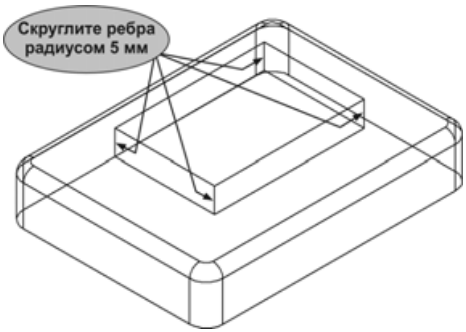

Рис. 5.27
- Скруглите четыре угловых ребра прямоугольной бобышки радиусом 5 (рис. 5.27).